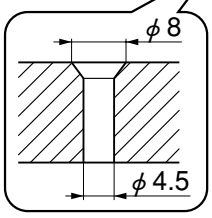

図10-7　幕板の孔あけ
❶ 孔開け治具を使って、幕板取付材Aが付いている部分にφ4.5下孔とφ8サラ取りをしてください。（図10-7参照）